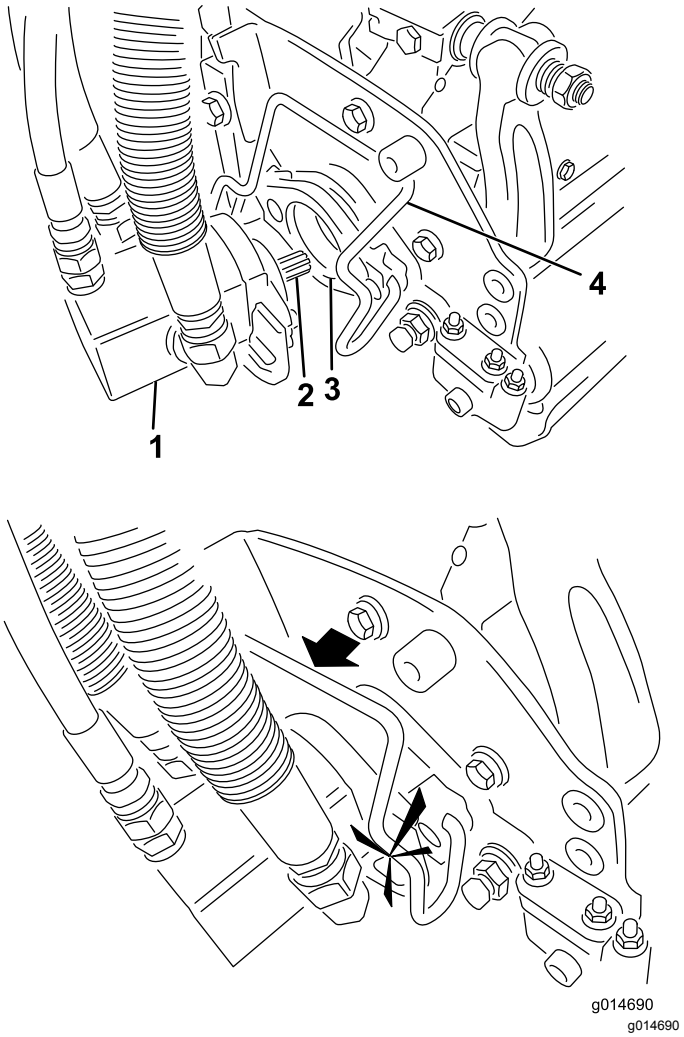

**Figur 44**
5. Kom rent smørefedt på notakslen på klippeenhedens motor (Figur 44).
6. Sæt motoren ind i klippeenhedens venstre side (set fra førersædet), og træk motorens holdestang på klippeenheden i motorens retning, indtil du hører et klik fra begge sider af motoren (Figur 44).